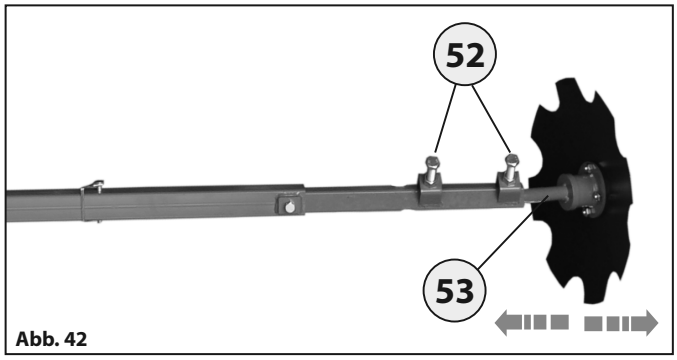

Abb. 42
- Die Muttern **52** „Abb. 42" lösen.